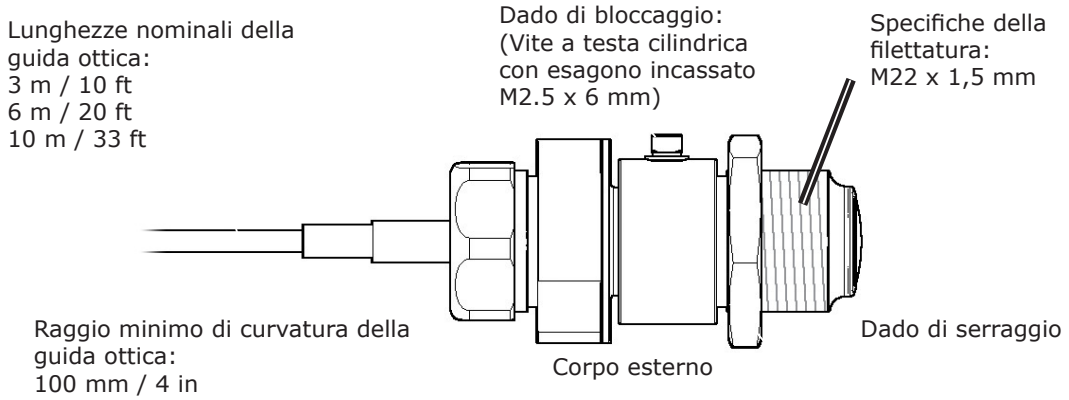

Fig. 2-3 Dettagli tecnici per l'installazione della testa ottica SPOT+ (termometro a fibra ottica)
1) Per regolare la messa a fuoco, allentare il dado di bloccaggio M2.5 sul corpo esterno della testa ottica (vedere Fig. 2-3).